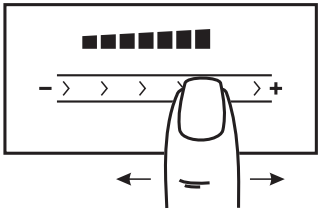

Рис.5
2. Выбор необходимого уровня мощности производится перемещением пальца (или касаясь пальцем в нужном месте) по специальной поверхности ④ - «скользящая кнопка» (рис. 5). Когда уровень мощности меняется, звучит сигнал, а в окне выбранной конфорки отображается мощность от «0» до «9».
1. Работающую конфорку касанием зоны ② перевести в режим управления.
2. Перемещая палец по поверхности ④ - «скользящая кнопка» измените режим нагрева конфорки (рис. 5).